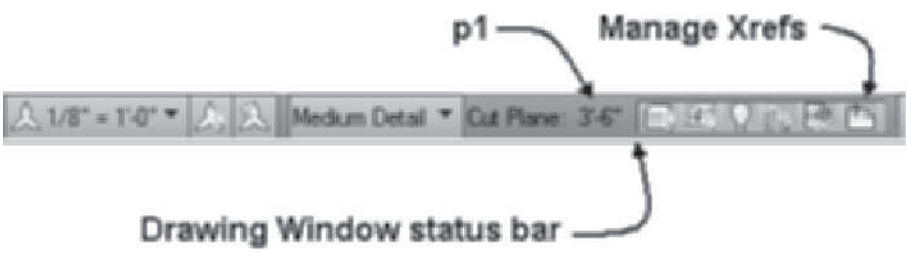
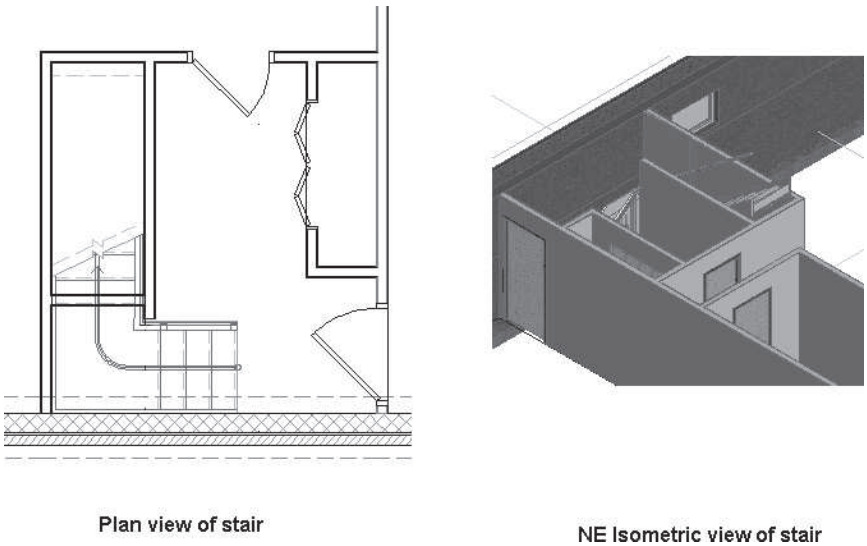

FIGURE 9.77 *Manage Xref and Global Cut Plane of the Drawing Window status bar*
FIGURE 9.78 *Stair created for a basement*
20. Select **Manage Xref** in the **Drawing Window** status bar as shown in Figure 9.77 to open the External References palette. Select **Basement**, right-click, and choose **Detach**. Close the External References palette.
22. Select the **Views** tab of the **Project Navigator**. Select the **Views** category, then right-click and choose **Regenerate**. Double-click the **Basement View** drawing. Choose **Zoom Extents** from the Zoom flyout menu of the Navigation bar. Choose **High Detail** from the Display Configuration flyout menu. Choose the Global Cut Plane and refer to p1 as shown in Figure 9.77. Verify the Cut Height to **5'-0" [1500]**. Click **OK** to dismiss the Global Cut Plane dialog box. Select **NE Isometric View** from the **View Cube**. Choose **Realistic** from the Visual Styles flyout of the Visual Styles pane in the **View tab** to view the stair as shown at right in Figure 9.78.